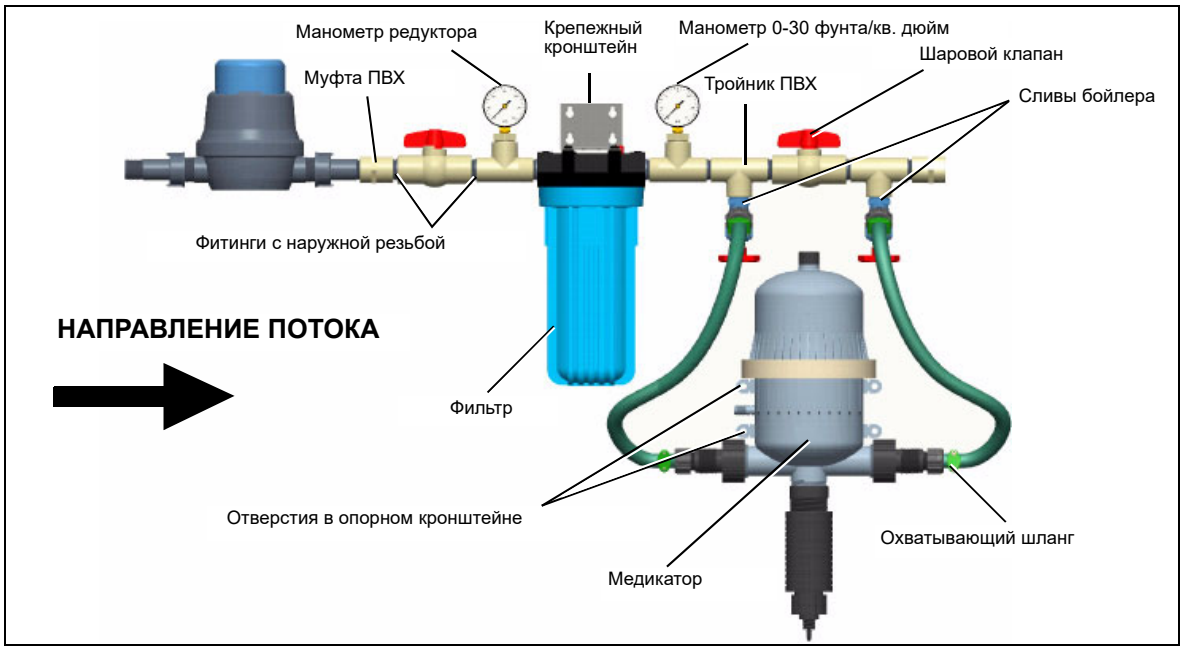

Рисунок 4A *Сборка коллектора*
3. Соберите муфту (CW-4024), шаровой клапан (CW-5106) и манометр редуктора (CW-4025) с помощью двух (2) фитингов (CW-5109) со штуцерами с наружной резьбой. Подсоедините этот узел к фильтру с помощью еще одного фитинга (CW-5109) со штуцером с наружной резьбой.
4. Соберите манометр 0-30 фунта/кв. дюйм (CW-4022), два (2) тройника ПВХ (CW-4023B) и шаровой клапан (CW-5106) как показано на *Рисунок 4A* с помощью трех (3) фитингов (CW-5109) со штуцерами с наружной резьбой. Затяните манометры гаечным ключом 9/16". Подсоедините этот узел к фильтру с помощью фитинга (CW-5109) со штуцером с наружной резьбой.
5. Закрепите два (2) дренажных крана бойлера (CW-4027) в тройниках (CW-4023B), предварительно навернув 4-5 оборотов уплотняющей ленты на концы дренажных кранов. Установите хомут охватывающего шланга (CW-10013) на каждый слив бойлера.
7. Соберите медикатор, установив два (2) хомута 3/4" охватывающего шланга (CW-10013) из комплекта фильтра на фитинг с наружной резьбой медикатора.
8. Отрежьте два (2) куска надлежащей длины от стандартного садового шланга 3/4". Вставьте охватывающие шланги в соответствующие хомуты (CW-10013) на медикаторе. Обратите внимание на стрелки на медикаторе, указывающие направление потока.
9. С помощью четырех (4) винтов с квадратной головкой, вставленных в отверстия опорного кронштейна, установите медикатор внизу по центру между двумя (2) сливами бойлера. Подсоедините шланги от медикатора к хомутам на сливах бойлера.